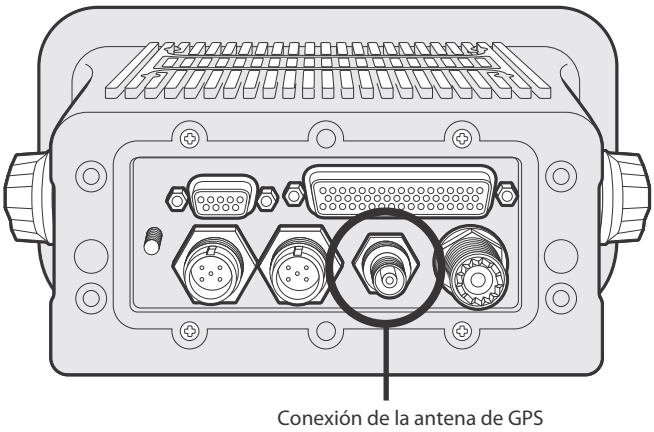
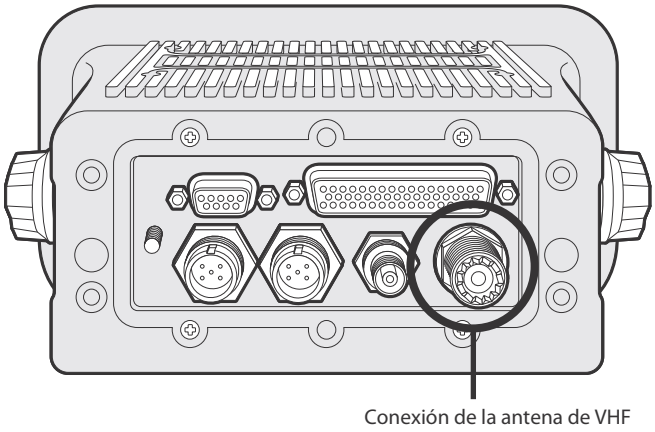

Ilustración 40 Conexión de la antena de GPS
Ilustración 42 Conexión de la antena de VHF
- Conecte el cable de la antena de GPS al conector de GPS del transceptor AIS como se muestra en la Ilustración 40.
- Conecte el cable de la antena de VHF al conector de VHF del transceptor AIS como se muestra en la Ilustración 42.
Si todavía no se han realizado las conexiones de la antena, ahora deben conectarse las antenas de GPS y VHF al transceptor. Consulte la Ilustración 40 y la Ilustración 42 para que le sirva de orientación.